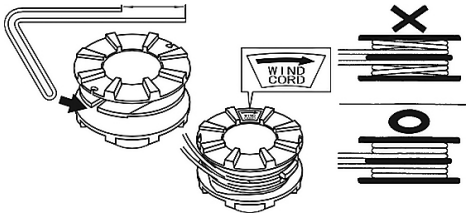

Рис. 18 Намотка корда
4. Отрежьте корд длиной примерно 5 м. Сложите его вдвое и выровняйте концы. Зацепите изогнутую часть за паз промежуточного разделителя катушки (Рис. 18).
5. Плотно намотайте корд на катушку в соответствии с направлением намотки, указанным стрелкой (Рис. 18).